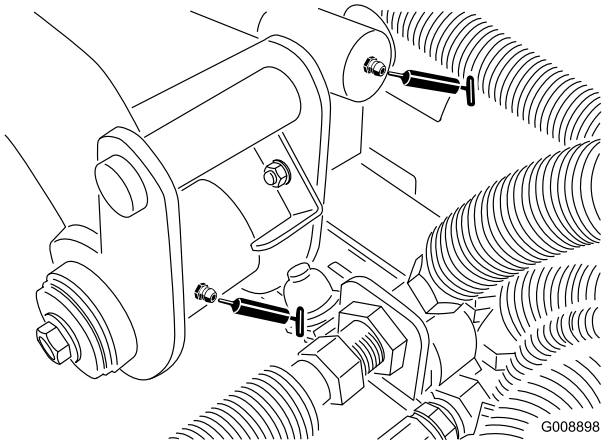

Figur 35
- Bakre lyftarmstapp och lyftcylinder (2) (Figur 35)